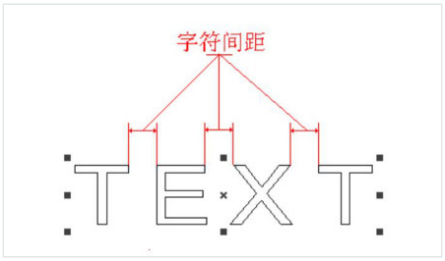

Figura 11-23 Margen de espaciado
- **Margen de espaciado:** distancia desde el borde derecho del carácter izquierdo hasta el borde izquierdo del carácter derecho, como se muestra en la Figura 11-23: